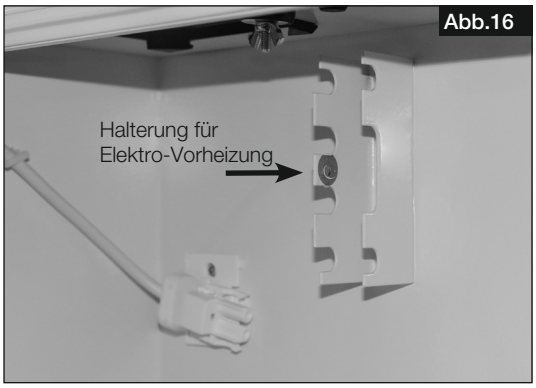

Abb.16
1. Elektro-Vorheizung KWL-EVH ... W (Zubehör) an der vorgesehenen Halterung festschrauben (Abb.16/17).